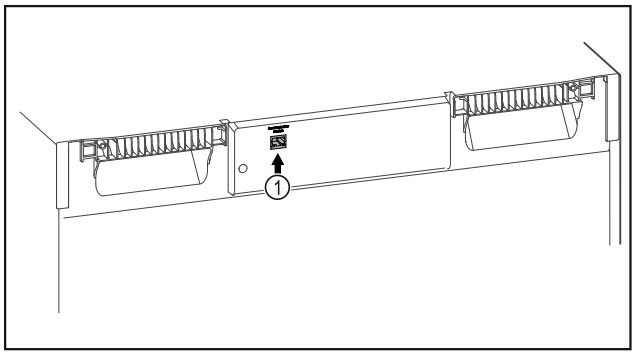

Fig. 98
❑ SmartModule *Fig. 98 (1)* este instalat.